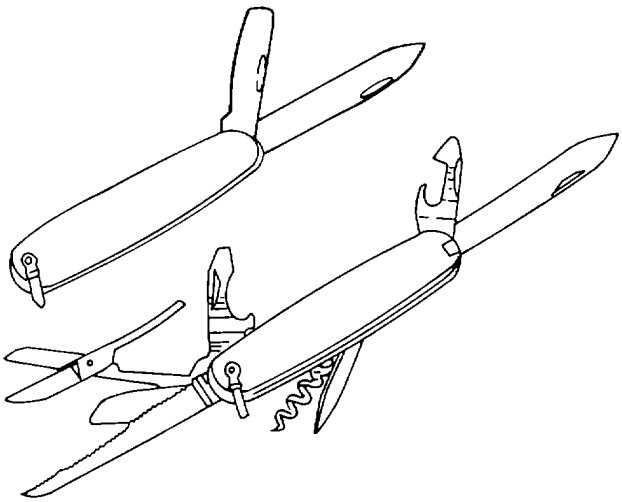

Figure 4-51. Pocket Knives
(2) *Pocket knife*. Pocket knives are used for light cutting, sharpening pencils, cutting string, and whittling. They are not suitable for heavy work. There are many styles and shapes as shown in figure 4-51. Some are multipurpose and have an assortment of blades which are used for forcing holes, driving screws, opening cans, as well as cutting. The blades are hinged and contained within the case when not in use and are spring loaded to keep them firmly in place when open or closed.